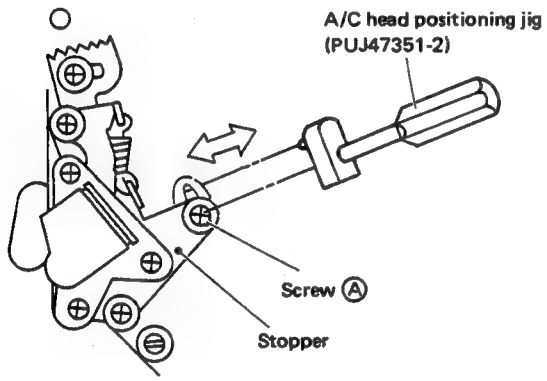

Fig. 2-62
3. Slightly loosen the screw Ⓐ and set the A/C head positioning jig above the screw Ⓐ for adjusting. (Fig. 2-62)